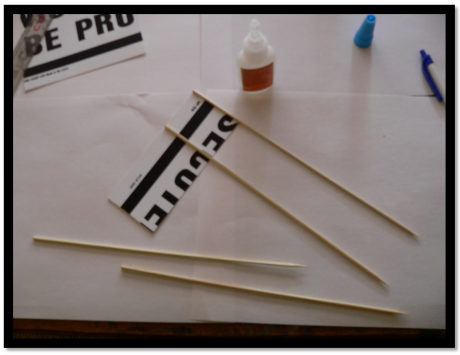

Figure 3. "Poles" made from wooden skewers.
Step 2: Superglue four skewers vertically to the back side of the base, spacing them evenly across the surface. These will act as the support poles for the billboard. (See Figure 3.)